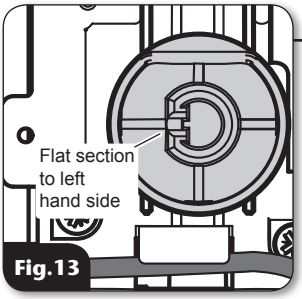

Fig.13
A. **With the cover off the shower** turn the POWER selector spindle clockwise until the flat section is on the left hand side **(fig.13).**